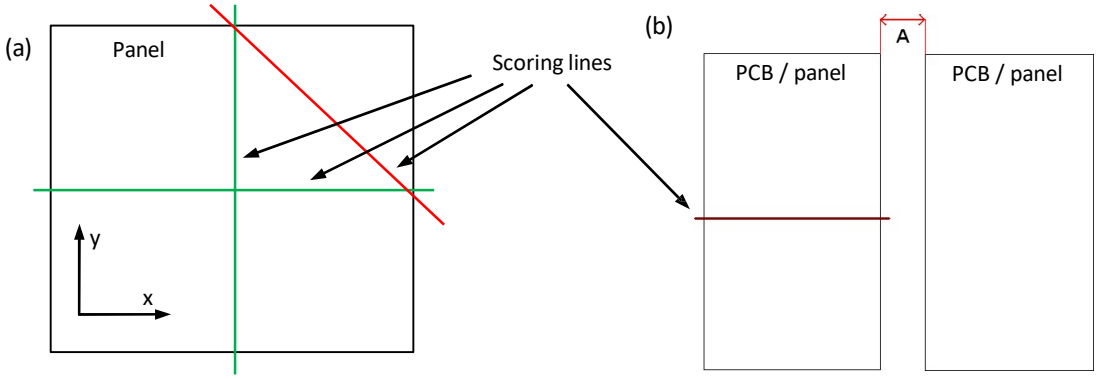

Fig. 2. (a) Standard and non-permitted scoring lines, and (b) PCB layout for skipping v-cutting.
- Laminate thickness 1.55 mm and chamber at 45°: ..... X=0.675 mm (see Fig. 2)
- Laminate thickness 1.55 mm and chamber at 30°: ..... X=1.170 mm (see Fig. 2)